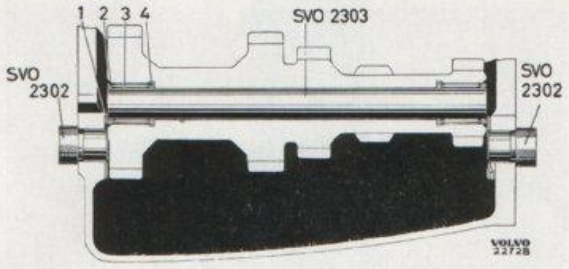

Bild 3-27. Montering av mellanhjul
1. Montera växelhävarmen (8) och medbringartappen. Montera backhjulet (6) och backaxeln (5). Se till att spåret i backaxeln vänds rätt.
2. Sätt dornen SVO 2303 i mellanhjulet (4). Lägg i distansbrickor (3, 69) och nålar (24 st i varje lager). Använd fett så att nålar och brickor blir kvar på sina platser.
3. Fäst brickorna (70) vid huset med fett och styr upp dem med SVO 2302, se bild 3-27. Lägg ned mellanhjulet i botten på huset.